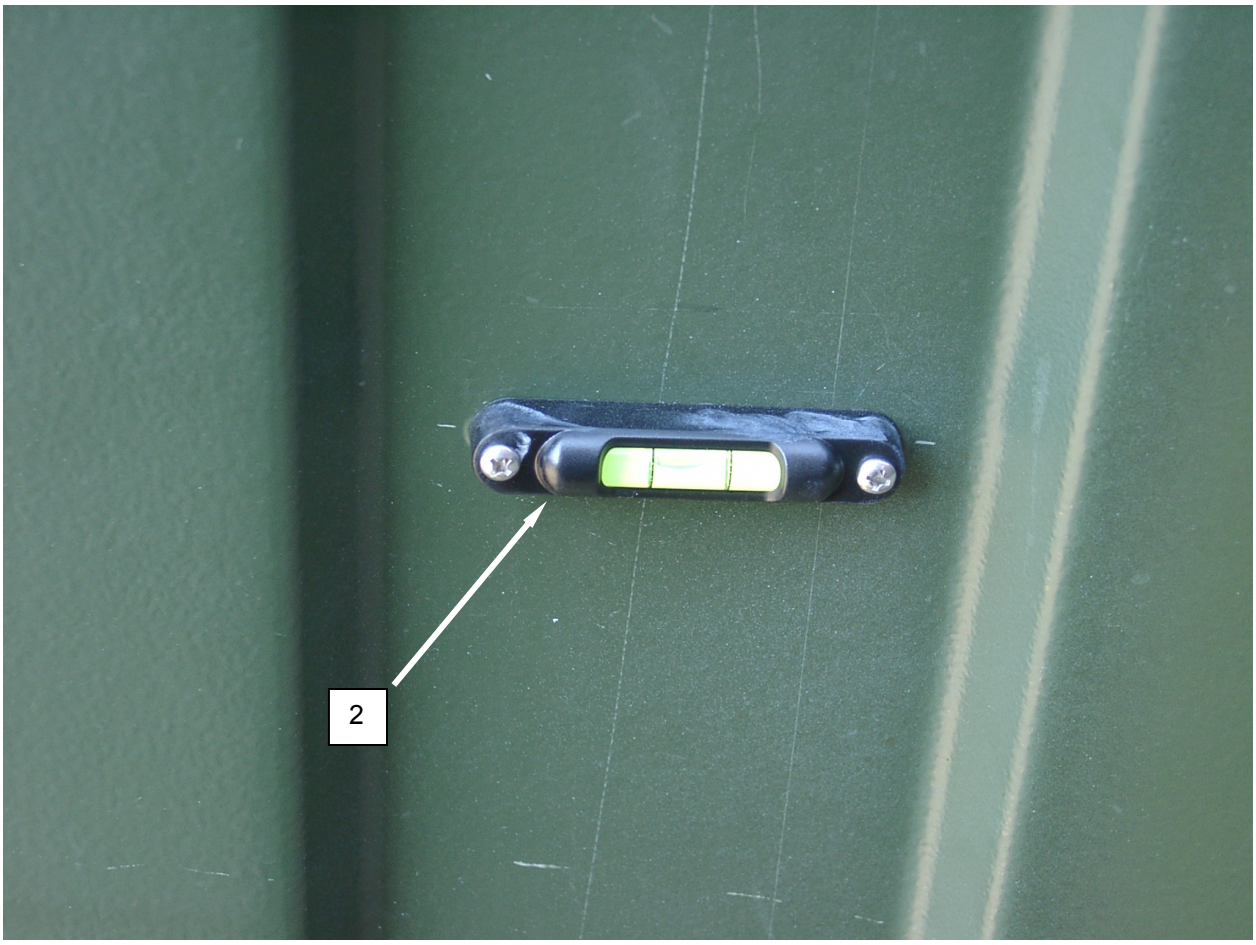

Figure 2. Replace a Level Indicator.
1. Remove screws retaining level indicator **(Figure 2, Item 2)** and remove level indicator.
2. Install replacement level indicator **(Figure 2, Item 2)** and retain with screws.